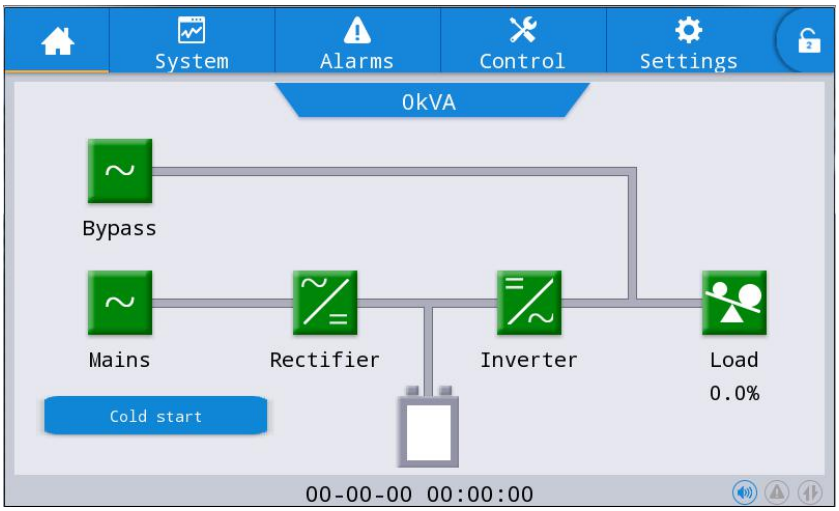

Fig. 5-1 The cold start button in LCD
3.After that, press the button for cold start on the LCD, as shown in Fig. 5-1. The UPS will start up and the system transfers to battery mode in 30S.